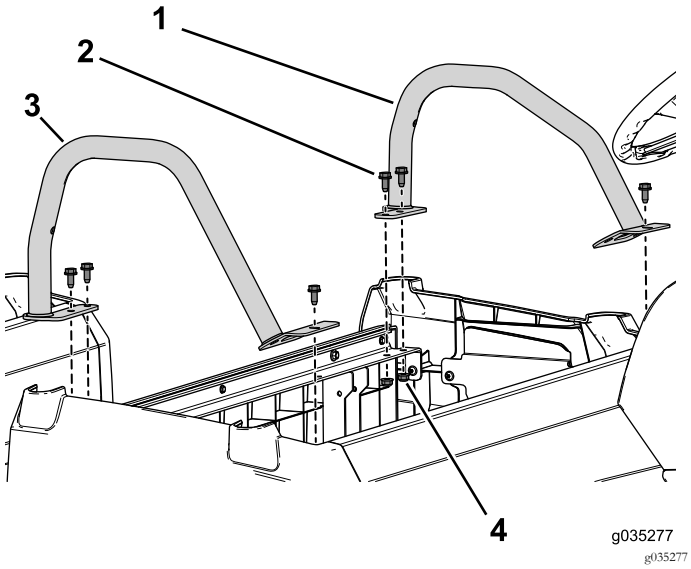

Bild 51
3. Befestigen Sie die linken und rechten Hüftgurte mit den sechs Bundbolzen (3/16" x ¾") und Bundmuttern am vorderen Sitzunterteil (Bild 51).